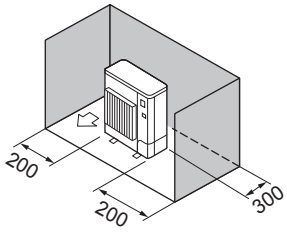

Fig. 2-4
③ Окружающие предметы - только сзади и с боковых сторон (Fig. 2-4)